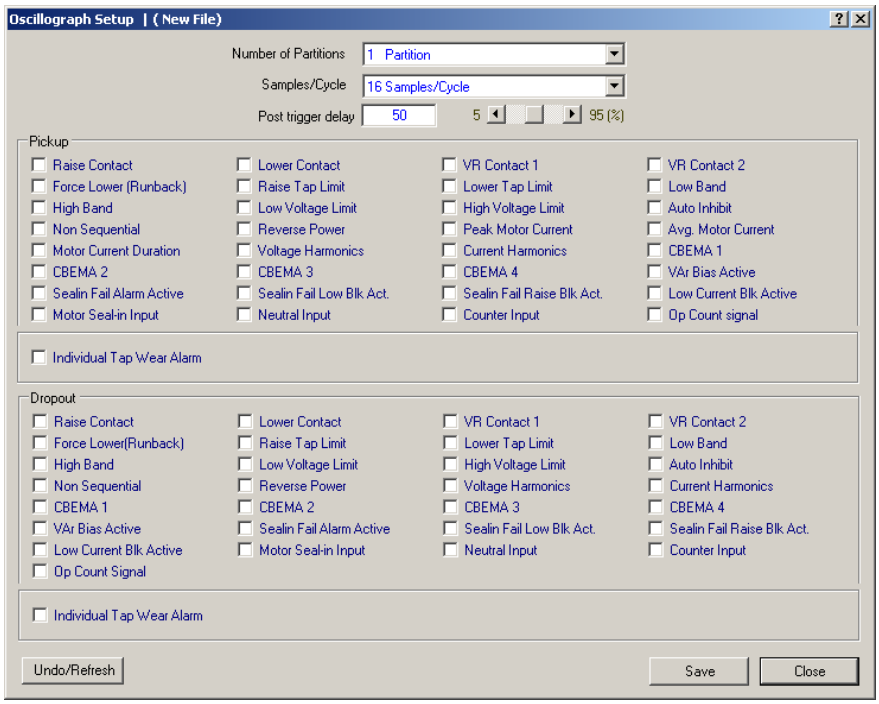

Figure 4-14 Oscillograph Setup Dialog Screen
- **Inputs and Outputs** – The recorder can be triggered remotely through serial communications using TapTalk, or automatically, using programmed status signals (Figure 4-14).
1. From the TapTalk® Main Screen menu, select **Setup/Oscillograph/Setup**. TapTalk will display the Oscillograph Setup dialog screen (Figure 4-14).
5. Select the desired **Pickup Trigger(s)** and **Dropout Trigger(s)** (Figure 4-14).